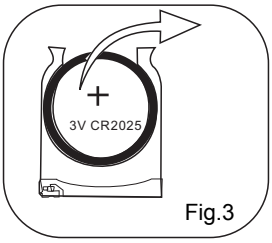

Fig.3
- Replace the old button cell with a new CR2025 button cell with the polarity markings facing upward as Fig.3.